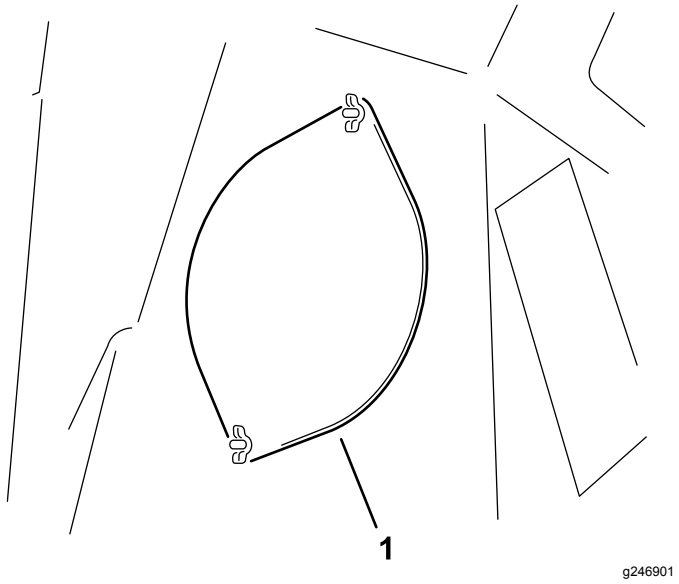

Figura 31
3. Desaperte as 2 porcas de orelhas que fixam a placa de acesso (Figura 31).